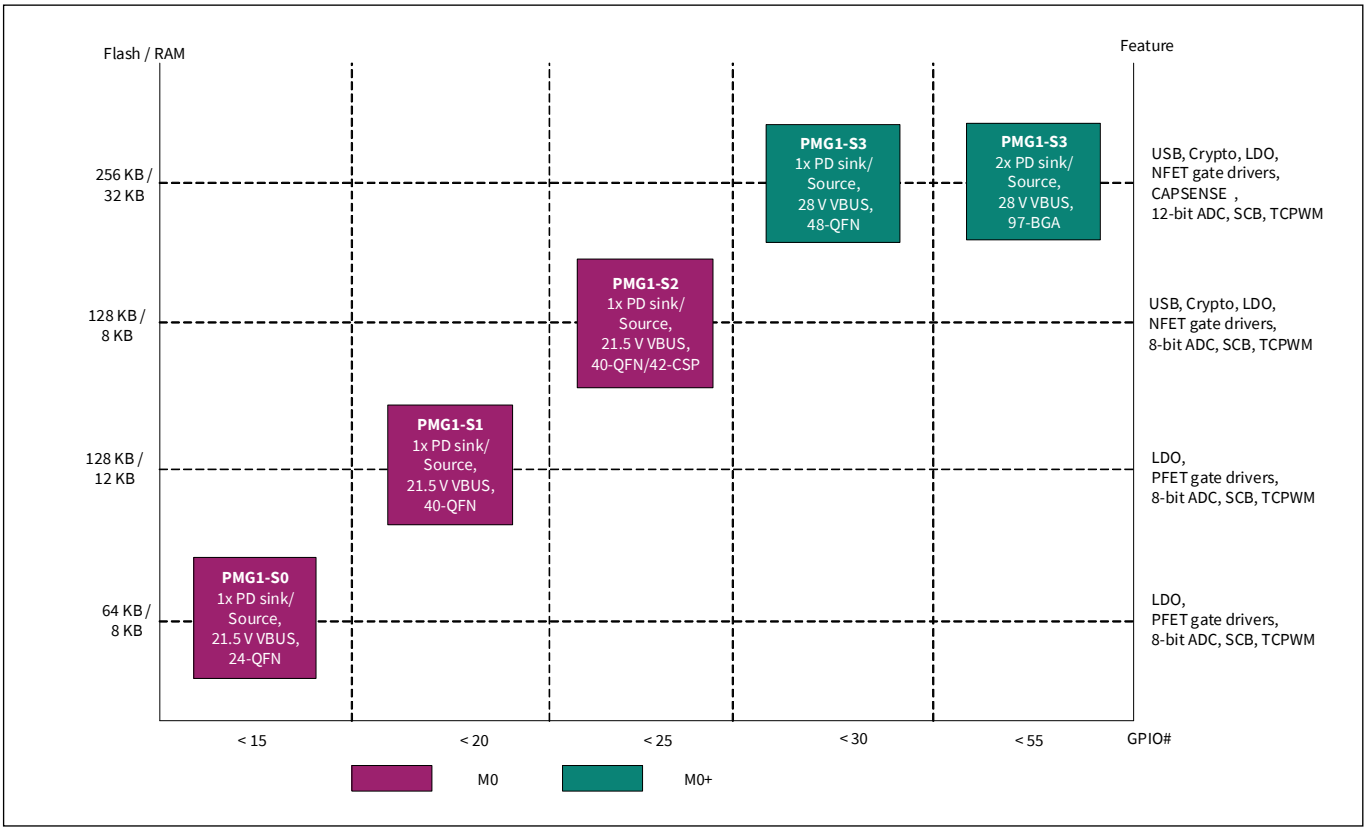

Figure 1-1. PMG1-Sx family segmentation
EZ-PD™ PMG1 (Power Delivery MCU Gen1) is a family of high voltage USB-C Power Delivery (PD) microcontrollers (MCU). These chips include an Arm® Cortex®-M0/M0+ CPU and USB-C PD controller along with analog and digital peripherals. EZ-PD™ PMG1 is targeted for any embedded system that provides/consumes power to/from a high voltage USB-C PD port and leverages the microcontroller to provide additional control capability. **Figure 1-1** shows the EZ-PD™ PMG1 family segmentation.